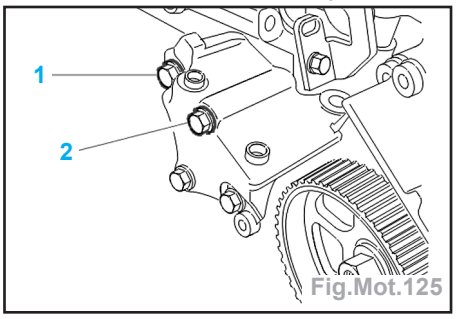

Fig.Mot.125
- Déposer les vis (1) et (2) (Fig.Mot.125).